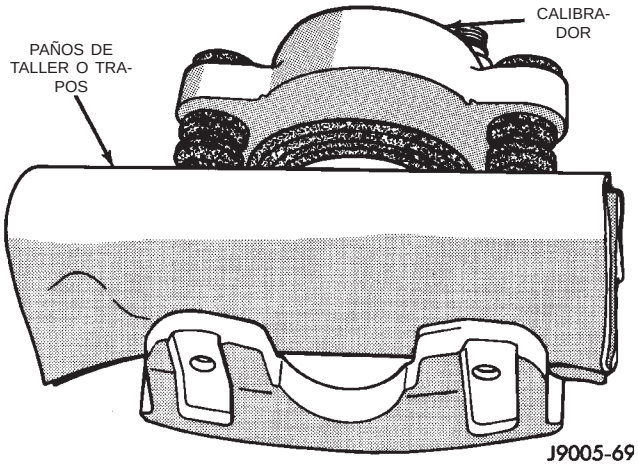

Fig. 45 Almohadillado del interior del calibrador
(1) Retire las zapatas del calibrador.
(2) Drene el líquido del calibrador.
(3) Tome una pieza de madera y almohadíllela con paños de taller, con un espesor de 25,4 mm. (1 plgs.) (Fig. 45). Coloque esta pieza en el lado exterior de la zapata del calibrador, en la parte delantera del pistón. Esto acolchará y protegerá el pistón del calibrador durante el desmontaje.